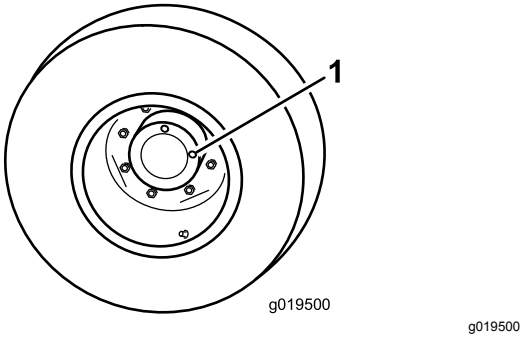

**Figuur 14**
1. Plaats de machine op een egale ondergrond en zet het wiel zodanig dat 1 controleplug zich bovenaan (op 12 uur) en de andere zich rechts (op 3 uur) bevindt (Figuur 14).
1. Controle-/aftapplug (2)
2. Verwijder de rechtse controleplug (Figuur 14).